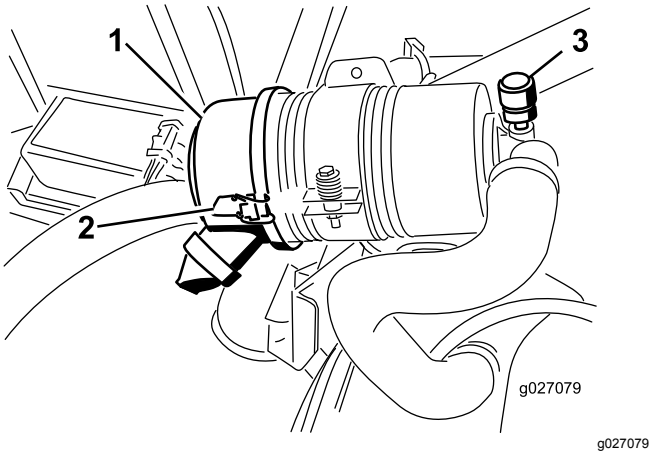

Figur 49
Overhal filteret på luftrenseren kun når indikatoren tilsier det (Figur 49). Hvis du skifter filteret før det er nødvendig, øker det bare risikoen for at det kommer inn smuss i motoren når du fjerner filteret.
2. Utløs låsene som fester luftrenserdekslet til luftrenserhuset (Figur 49).